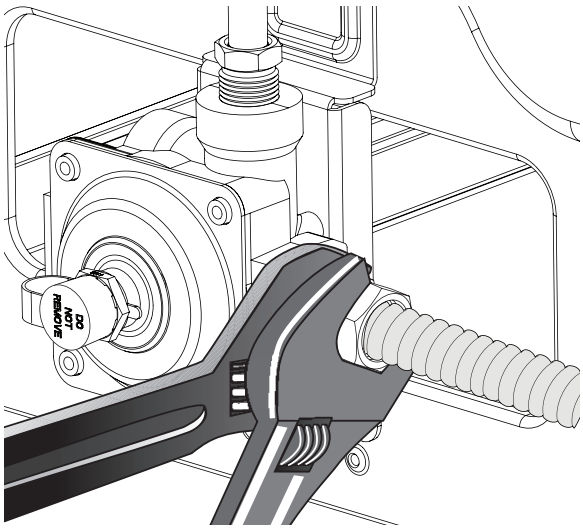

Fig. 10
c. Apriete el accesorio del suministro de gas y/o el conducto del electrodoméstico al adaptador de unión al lado derecho del regulador de presión (consulte la Fig. 10) usando **NO MÁS DE 15 pies/libra** de par (torsión). Asegúrese de **estabilizar** el adaptador de unión curva de 1/2” con la llave ajustable antes de apretar el accesorio y/o el conducto del electrodoméstico.